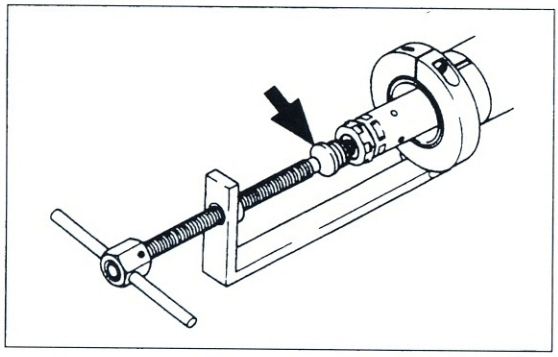

Bild 224
- Mit Spannvorrichtung BMW Nr. 31 5 550 (kann leicht improvisiert werden) und Klemmeinsatz BMW Nr. 31 5 553 Dämpferpatrone leicht in Standrohr eindrücken (Bild 224).
● Mit Spannvorrichtung BMW Nr. 31 5 550 (kann leicht improvisiert werden) und Klemmeinsatz BMW Nr. 31 5 553 Dämpferpatrone leicht in Standrohr eindrücken (Bild 224).